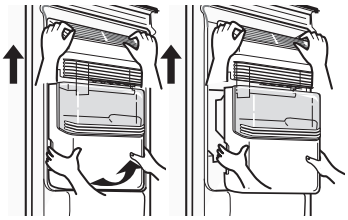

figure 1
• Grip the handle as shown in the figure 1.